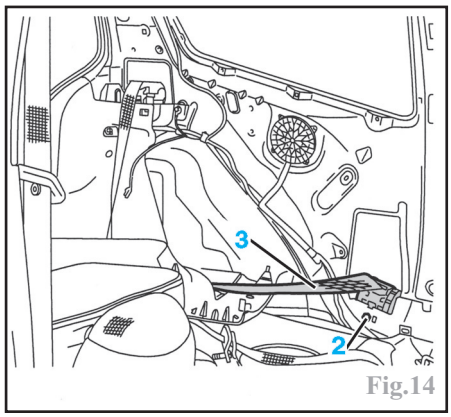

Fig.14
Déposer la vis (2) et l'enrouleur (3) (Fig.14).